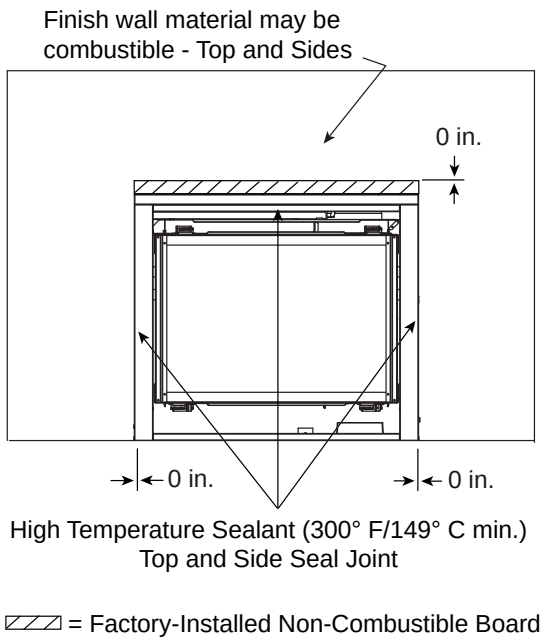

Figure 10.1 Non-combustible Facing Diagram
- Seal joints between the finished wall and appliance top and sides using a 300 ºF minimum sealant. Refer to Figure 10.1.